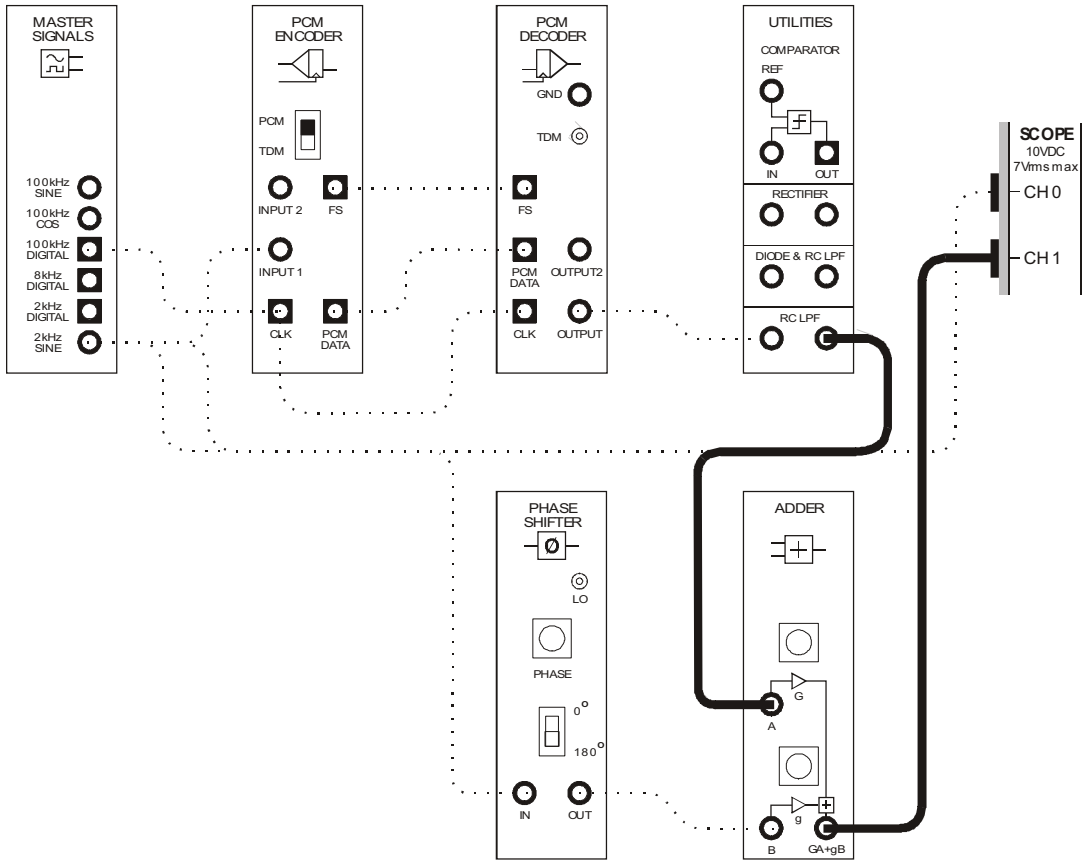

Figure 9
38. Modify the set-up as shown in Figure 9 below.